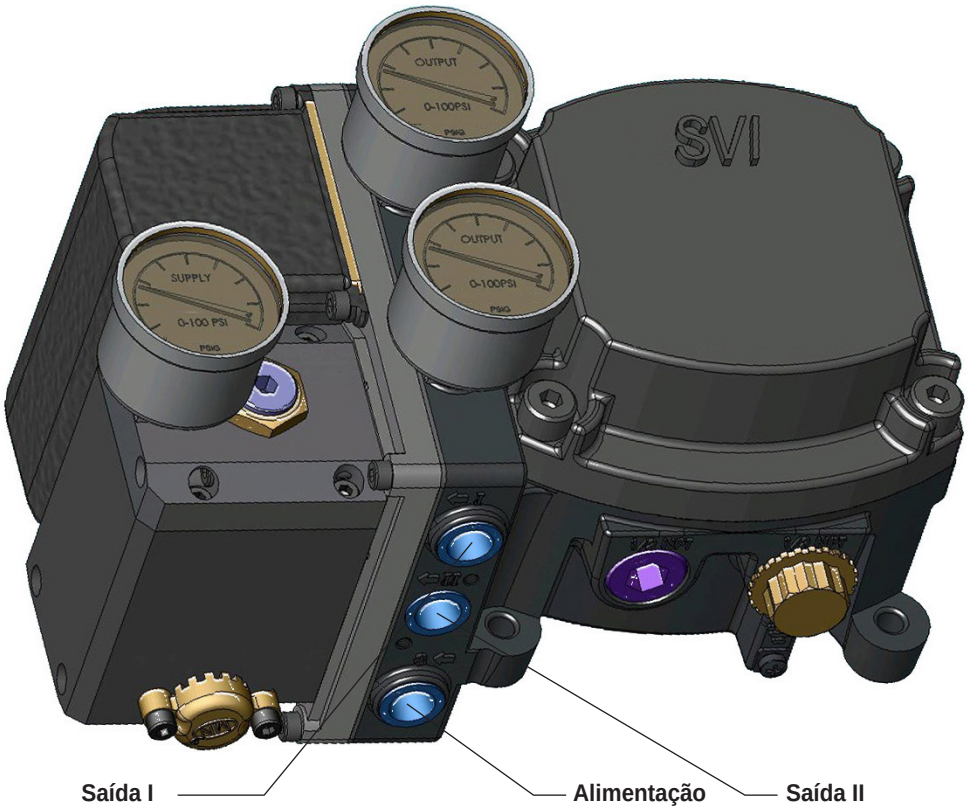

Figura 25 - Portas de ar no posicionador de ação dupla
1. Conecte a Saída 1, rotulada (←**I**) à porta de entrada do atuador e a Saída 2, rotulada (←**II**) à porta oposta do atuador (consulte a Figura 25).